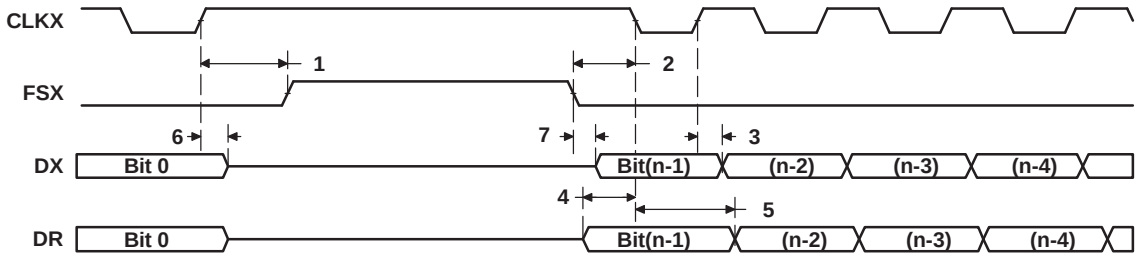

**Figure 6-39. McBSP Timing as SPI Master or Slave: CLKSTP = 11b, CLKXP = 1**
**Table 6-69. Timing Requirements for McBSP as SPI Master or Slave: CLKSTP = 11b, CLKXP = 1[1][2] (see Figure 6-39)**
(1) P = SYSCLK3 period in ns. For example, when running parts at 600 MHz, use P = 10 ns.
(2) For all SPI Slave modes, the rate of the internal clock CLKG must be at least 8 times faster than that of the SPI data rate. User should program sample rate generator to achieve maximum CLKG by setting CLKSM = CLKGDV = 1.
**Table 6-70. Switching Characteristics Over Recommended Operating Conditions for McBSP as SPI Master or Slave: CLKSTP = 11b, CLKXP = 1[1][2] (see Figure 6-39)**